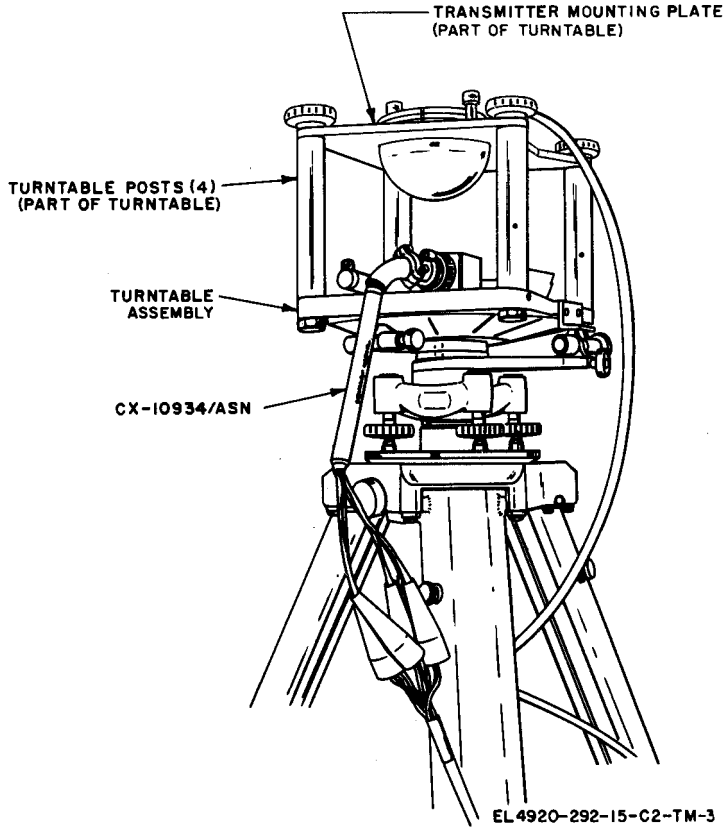

Figure 9-2. Remote Compass Transmitter ML-1 mounted on turntable assembly for U-S aircraft.
(3) Mount the ML-1 on the transmitter mounting plate.
(4) Connect the CX-10934/ASN to the top connector of the turntable assembly.
(5) Connect CX-10934/ASN clips to like-colored ML-1 leads.
b. Mount Remote Compass Transmitter ML-1, used in U-8 aircraft, in accordance with figure 9-2 and the following instructions:
(1) Remove CX-10934/ASN (W17 cable) from the MK-1040A/ASN.
(2) Mount the ML-1 on the transmitter mounting plate.
(3) Connect the CX-10934/ASN to the top connector of the turntable assembly.
(4) Connect the CX-10934/ASN clips to like-colored ML-1 leads.